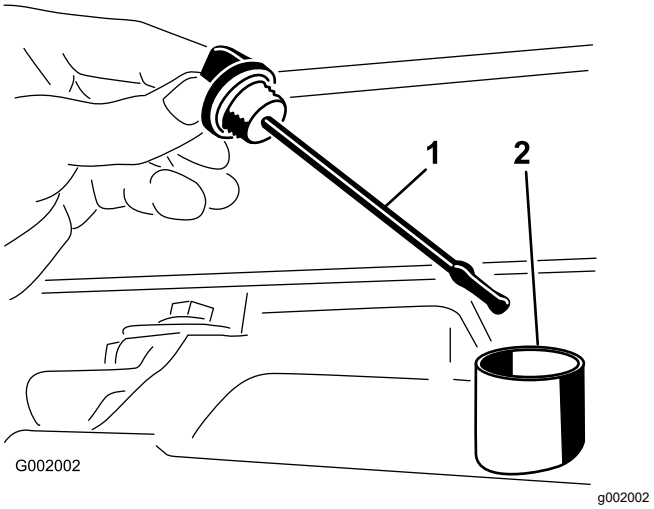

Figuur 54
2. Verwijder de peilstok en veeg deze af met een schone doek (Figuur 54).